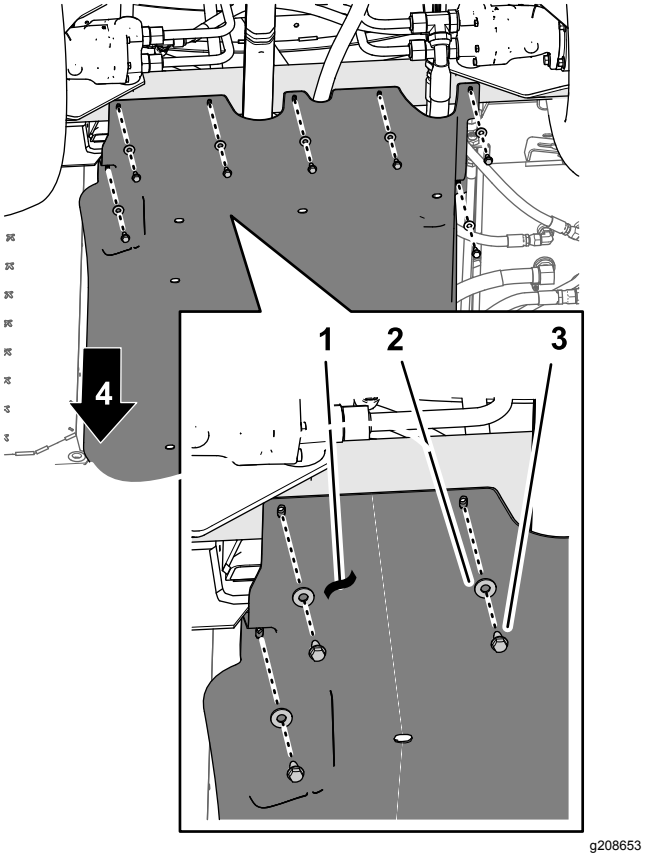
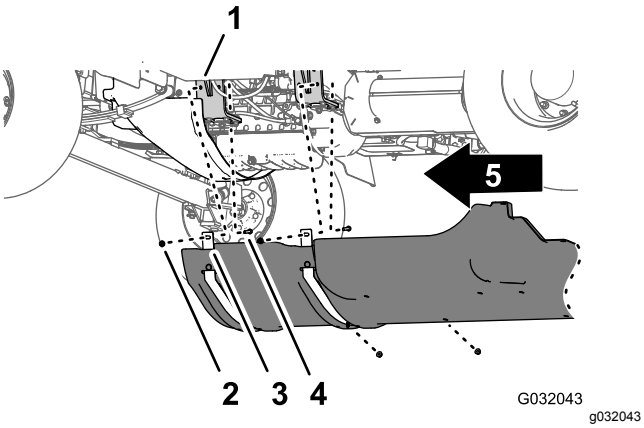

Figur 22
Figur 23
1. Ta bort de sju flänsskruvar (5/16 x 7/8 tum) och sju brickor (5/16 tum) som fäster den bakre delen av underredshöljet på maskinens chassi (Figur 22).
2. Ta bort de fyra flänslåsmuttrarna (5/16 tum) från skruvarna och vagnsskruven som fäster stödremmarna för underredshöljet på maskinens motormonteringsfästen (Figur 23).
4. Ta bort underredshöljet från maskinen (Figur 22 och Figur 23).